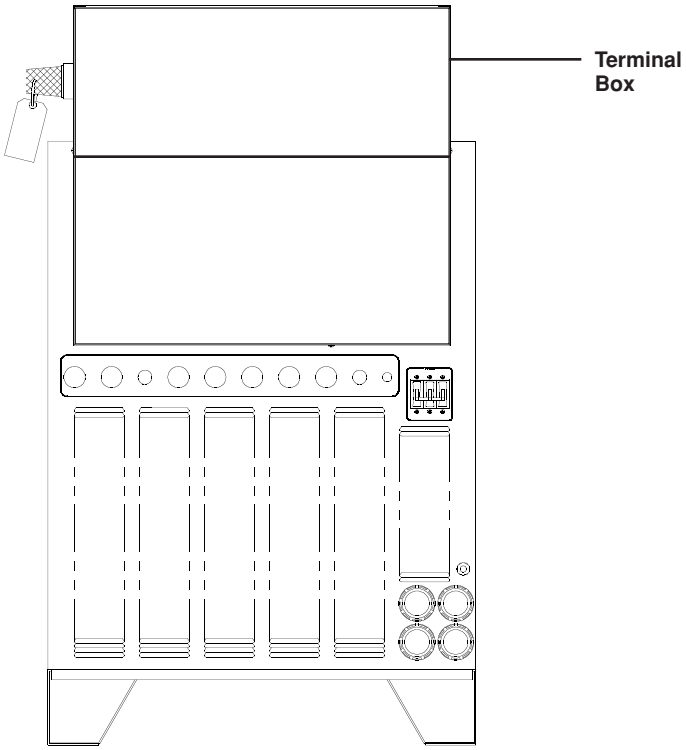

Figure d-1 HT4001 Power Supply with Terminal Box – Rear View
1. Locate the terminal box on the top rear of the power supply (see Figure d-1).